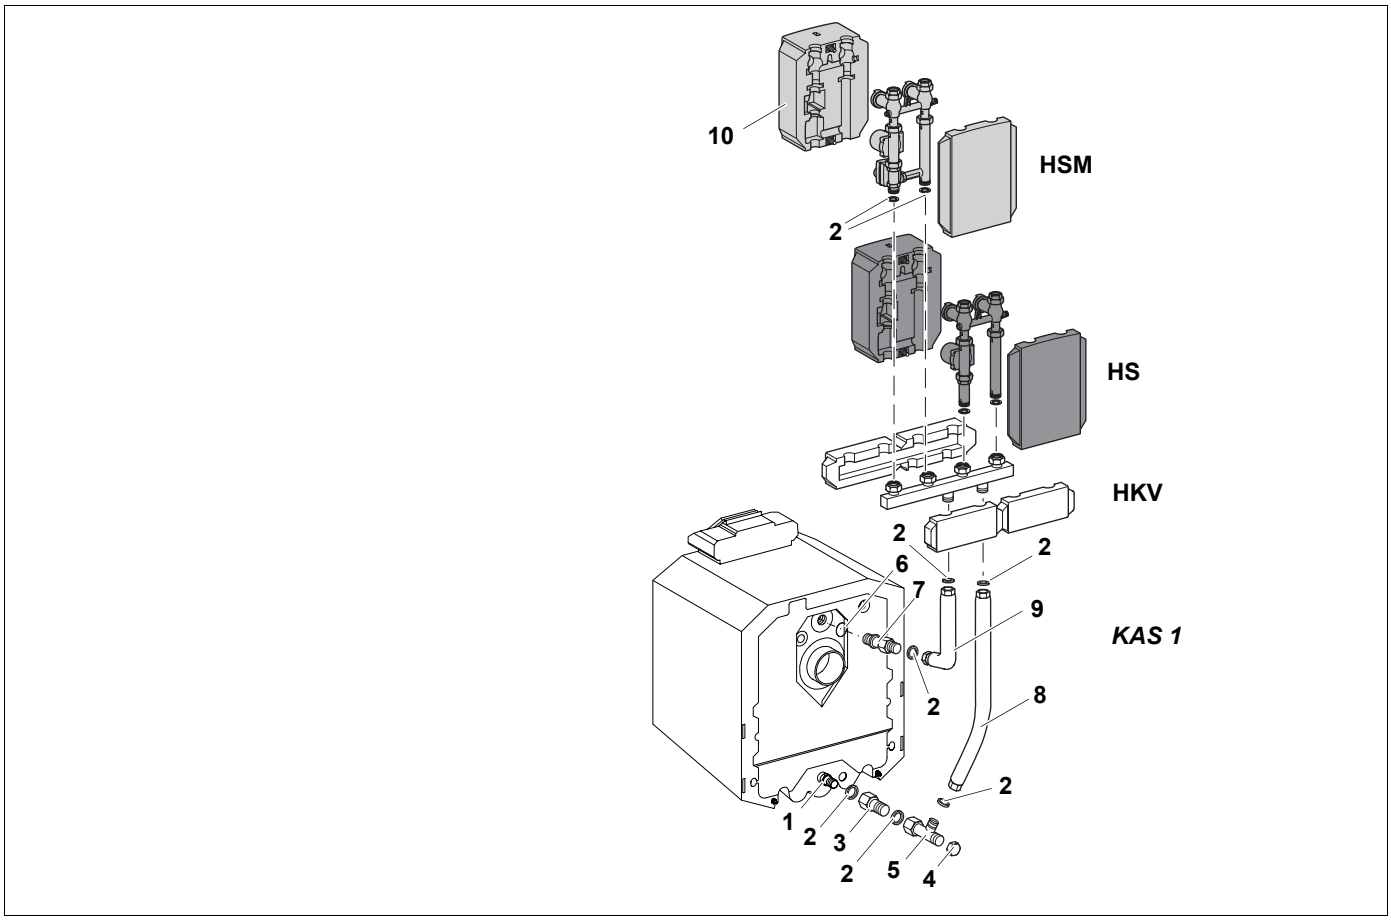

Рис. 4 Установка с коллектором отопительного контура сзади котла
Экспликация к рис. 4
- Соединить коллектор отопительного контура с комплектом подключения к котлу (KAS 1) в соответствии с изображением на рис. 4. Если коллектор отопительного контура подключен не так, как указано на рис. 4, то он не будет работать - в этом случае будут перепутаны местами обратная и подающая линии.
- Установить на коллектор комплект подключения отопительного контура без смесителя (HS) или со смесителем (HSM) в соответствии с рис. 4, прикрутить их и проверить на плотность.